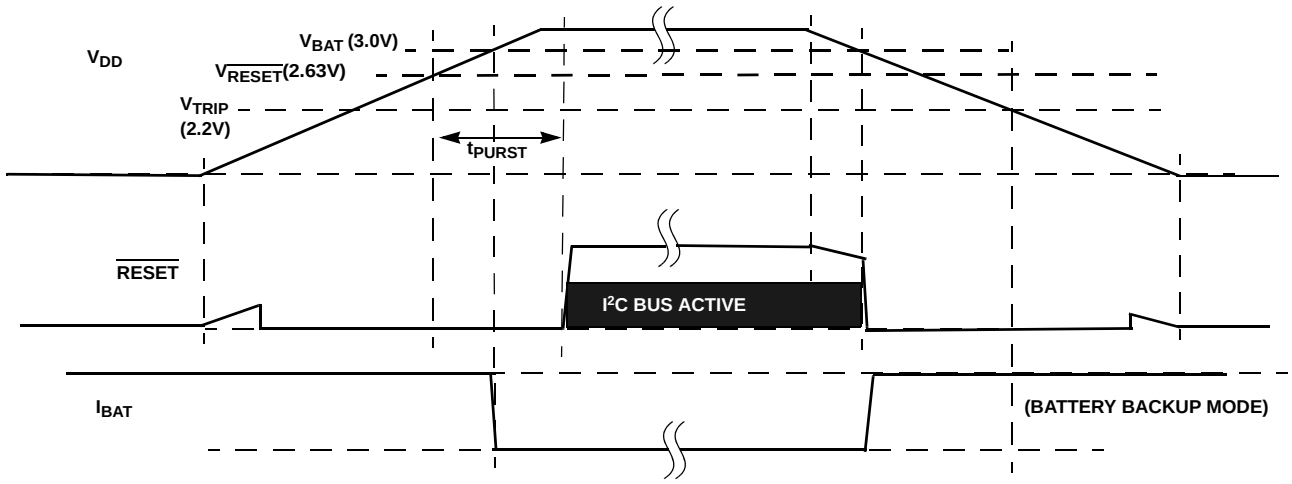

FIGURE 30. RESET OPERATION IN MODE D
- Mode D - In this mode, the selection bits indicate switchover to battery backup at $V_{DD}<V_{BAT}$, and no I^2C communications in battery backup. This mode is unique in that there is I^2C communication as long as VDD is higher than $V_{\overline{RESET}}$ or V_{BAT}, whichever is greater. This mode is the safest for guaranteeing I^2C communications only when there is a Valid V_{DD} (see Figure 30).